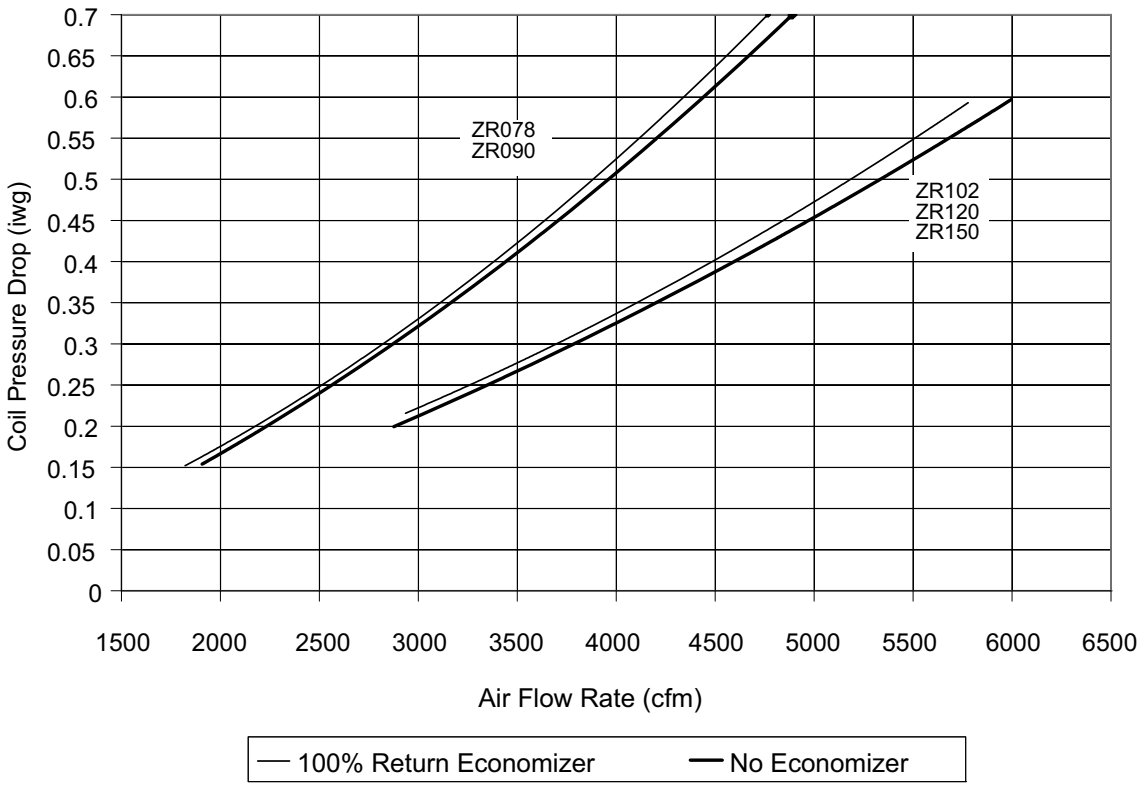

Figure 30: Dry coil delta P
4. Use the pressure drop indicated by the manometer and the graph in Figure 30 to determine the unit CFM. In order to obtain an accurate measurement, verify that the air filters are clean.